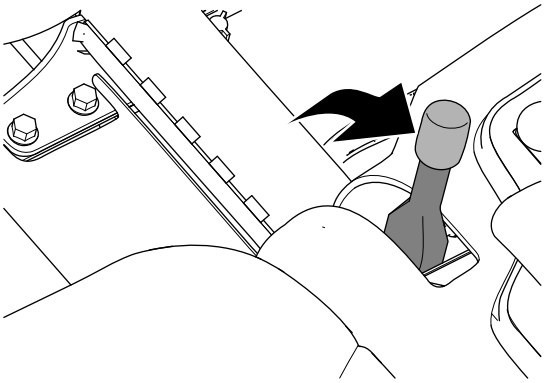

Rysunek 28
2. Załącz hamulec postojowy (Rysunek 28).